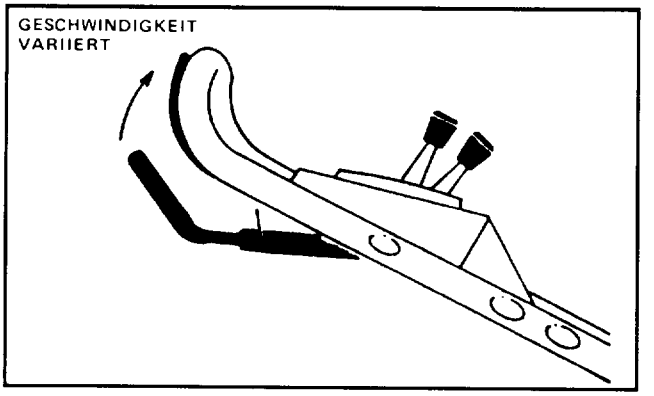

Abbildung 11
5. FAHRBETRIEB – Geschwindigkeitshebel auf gewünschte Einstellung stellen und zum Fahren Antriebshebel gegen den Gestängegriff pressen. Geschwindigkeit variiert entsprechend dem Zwischenraum zeischen Antriebshebel und Griff (Abb. 11).